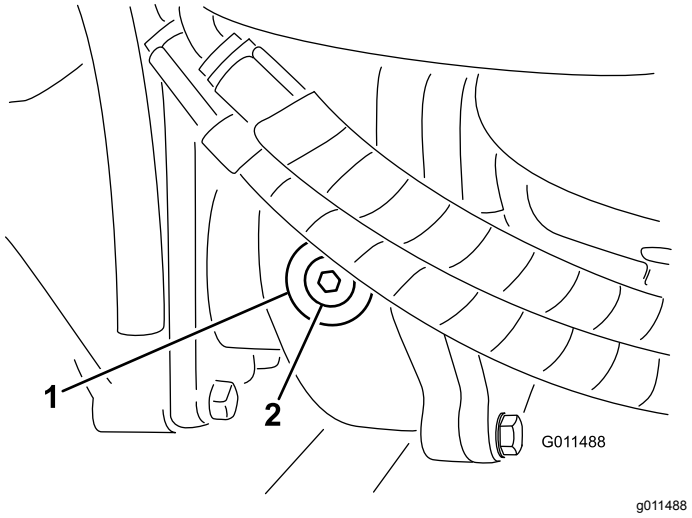

**Figur 19**
2. Ta ut kontroll-/påfyllingspluggen på venstre side av girkassen, og kontroller at oljen når opp til bunnen av hullet (Figur 19).